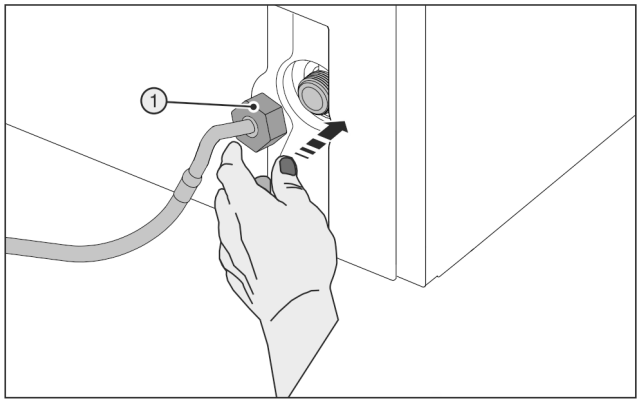

Fig. 24
▶ Mutter *Fig. 24 (1)* vorsichtig ansetzen und gerade auf Gewinde schrauben.
▶ Mutter *Fig. 24 (1)* vorsichtig ansetzen und mit zwei Fingern gerade auf Gewinde schrauben, bis ein sicherer, fester Sitz erreicht ist.
▶ Mutter *Fig. 24 (1)* mit Hilfswerkzeug *(5)* im Uhrzeigersinn festziehen bis maximales Drehmoment erreicht ist und Hilfswerkzeug *(5)* überdreht.